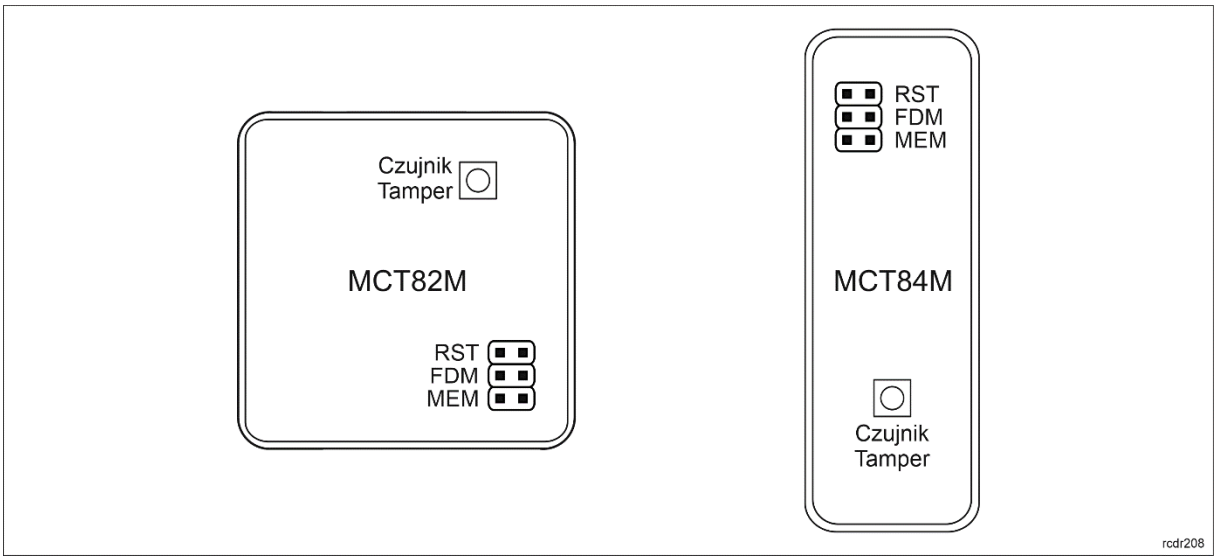

Rys. 4 Zworki konfiguracyjne
Wbudowany czujnik antysabotażowy (Tamper) umożliwia detekcję otwarcia obudowy terminala jak też oderwania jej od podłoża. Czujnik jest na stałe podłączony do linii wejściowej terminala. Nie wymaga on konfiguracji niskopoziomowej ani dodatkowych czynności instalacyjnych, ale istotne jest by zamontować panel przedni terminala tak by czujnik antysabotażowy (rys.4) był dociśnięty do podstawy terminala. Czujnik wymaga konfiguracji wysokopoziomowej polegającej na przypisaniu funkcji *[133] Tamper – klucz stały* na poziomie *Płyty głównej* kontrolera w drzewku nawigacyjnym programu VISO.
- Panel przedni urządzenia powinien być zamontowany tak by czujnik antysabotażowy (Tamper) był dociśnięty do podstawy terminala (rys. 4).
W systemie RACS 5 v2 czytnik może zostać zainstalowany w miejscu docelowym bez konieczności jego wcześniejszej konfiguracji. Zgodnie z notą aplikacyjną AN006 zarówno ustawienie jego adresu, jak i skonfigurowanie innych jego opcji może być wykonane za pomocą programu zarządzającego systemem kontroli dostępu VISO v2 bez dostępu do styków serwisowych (rys. 4) czytnika.
2. Zdejmij zworkę ze styków MEM (rys. 4) jeżeli jest założona.
2. Załóż zworkę na styki MEM (rys. 4)